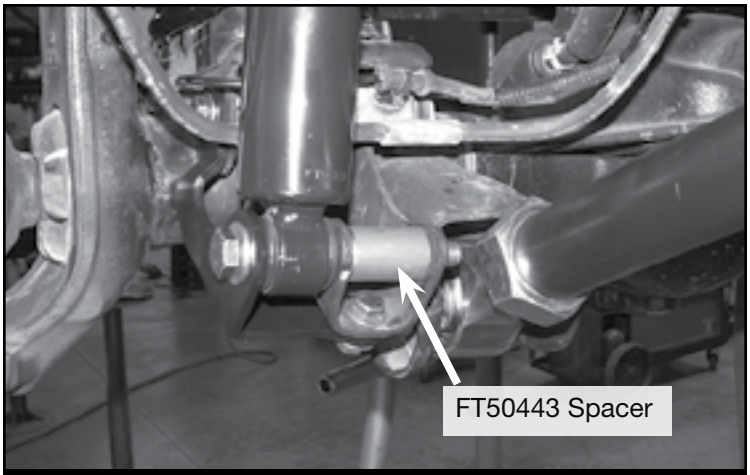

FIGURE 22 - STEP 20
20. **(Lower Shock Mount)** Install the shock to the lower mount using the suppled 1/2” X 4-1/2” bolt and hardware as well as the FT50443 (Spacer) in the factory location. Torque to 106 ft-lbs. **SEE FIGURE 22**